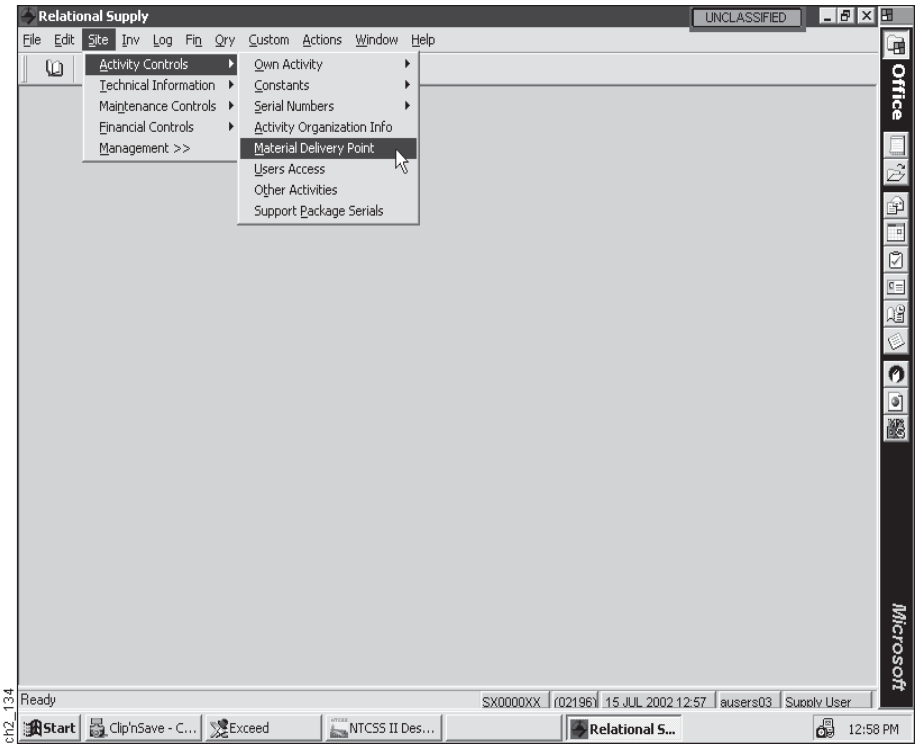

Figure 2-46
(2) Step 2. On the Site Submenu above (Figure 2-46), select the Activity Controls Option.
(3) Step 3. On the Activity Controls Submenu, select the Material Delivery Point Option.